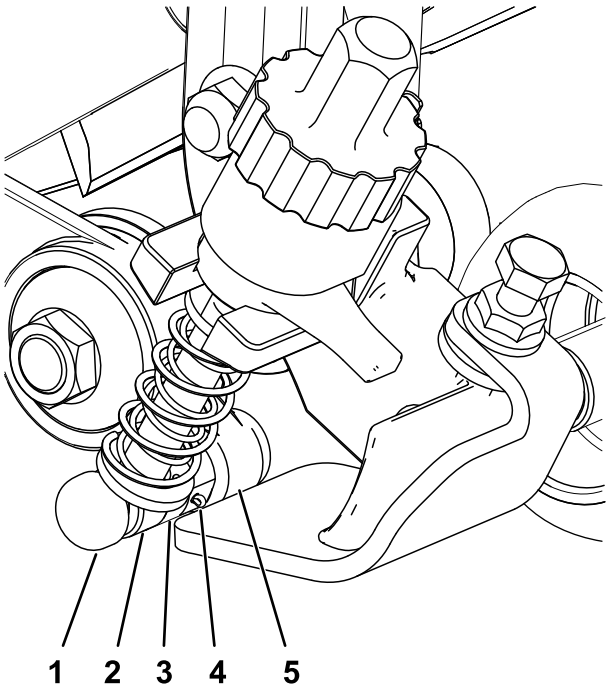

Figure 12
3. Sur l'ensemble de tension, alignez la tige du bras de réglage du support de hauteur de coupe et le manchon d'ajustement, et fixez-la avec une goupille de réglage et une goupille fendue (Figure 12).